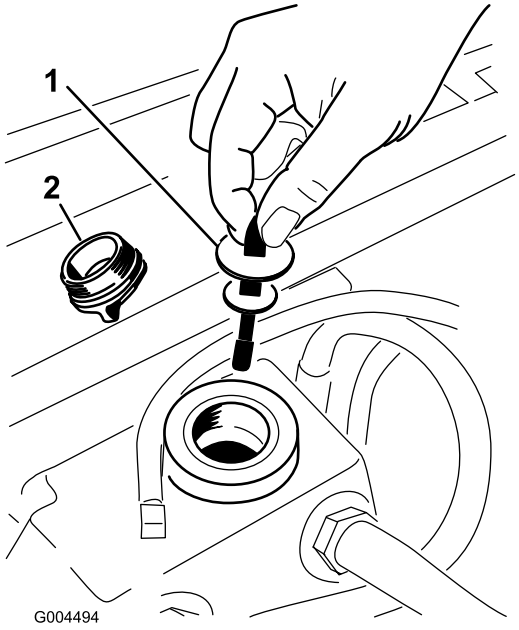

Rysunek 63
5. Odkręć korek wlewu zbiornika hydraulicznego (Rysunek 63) z szyjki wlewu.
6. Wyjmij wskaźnik poziomu i wytrzyj go czystą szmatką (Rysunek 63).
7. Włóż wskaźnik poziomu do szyjki wlewu, a następnie wyjmij go i sprawdź poziom oleju (Rysunek 63).